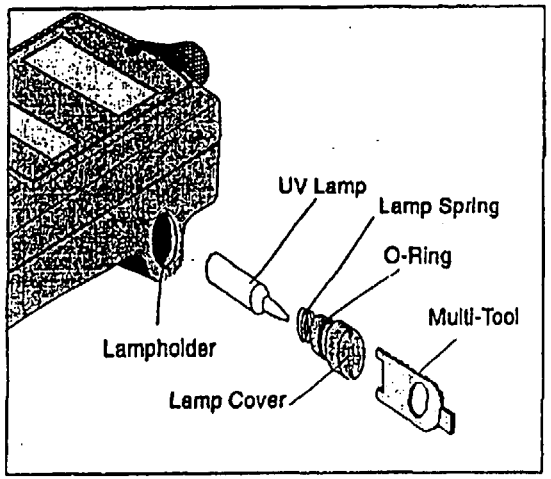

Figure 19 Removing the UV Lamp
5. Without touching the lamp window, place the new lamp into the 2020 lampholder, window first. See Figure 19.